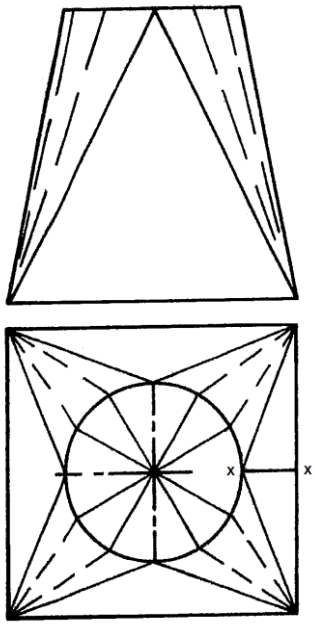
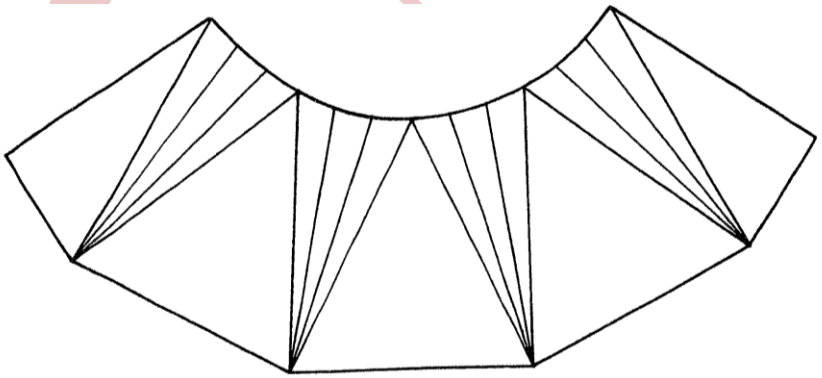
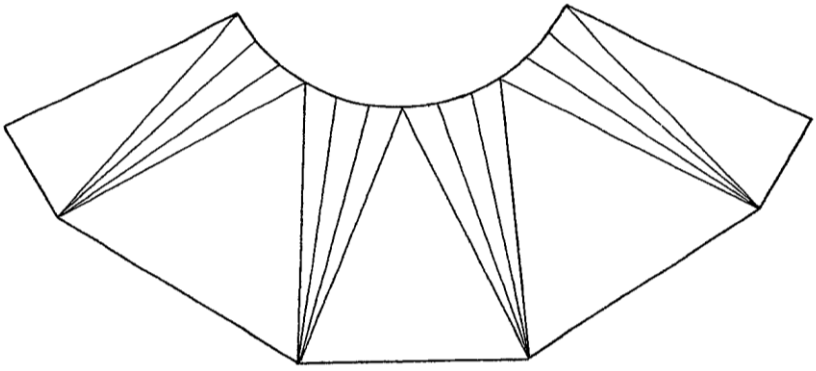

FIGUUR 8
FIGUUR 8.1
FIGUUR 8.2 (2)
4.2 Bestudeer die vierkantig-na-ronde afgeknotte keël in FIGUUR 8 om te bepaal of FIGUUR 8.1 of FIGUUR 8.2 die korrekte ontwikkeling van FIGUUR 8 verteenwoordig. Skryf slegs FIGUUR 8.1 of FIGUUR 8.2 langs die vraagnommer (4.2) in die ANTWOORDBOEK neer.